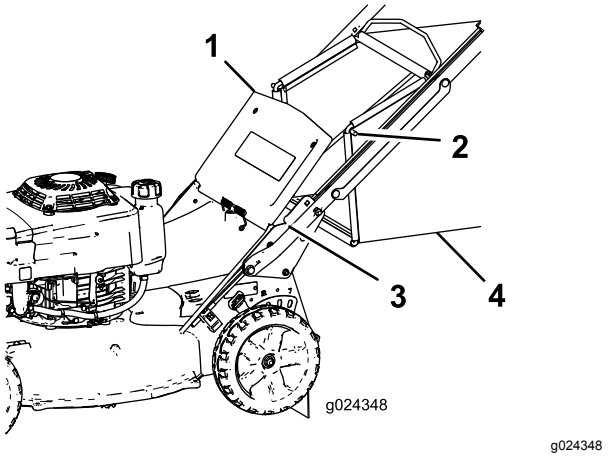

Figuur 18
2. Zet de afvoergeleider aan de achterzijde omhoog en houd hem in deze stand (Figuur 18).
4. Breng de uiteinden van de grasvangerstangen aan in de inkepingen onderaan de handgreep en schud de grasvanger heen en weer om zeker te zijn dat de stang helemaal in de beide inkepingen zit (Figuur 18).
3. Neem de grasvangerstang uit de inkepingen onderaan de handgreep (Figuur 18).